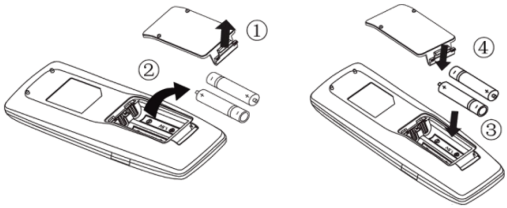

Fig.1 Fig.2
1. Soulevez le couvercle dans le sens de la flèche (Fig. 1).
2. Retirez les piles d'origine (Fig 1).